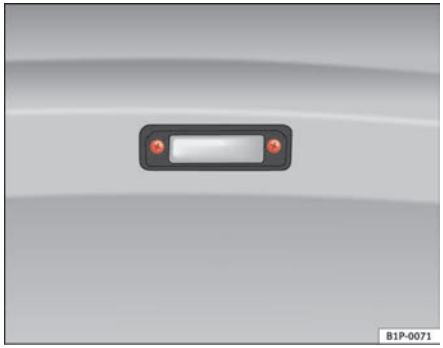

Fig. 233 Registration light
– To remove the tulip-shaped fitting, unscrew the bolts ⇒ fig. 233.